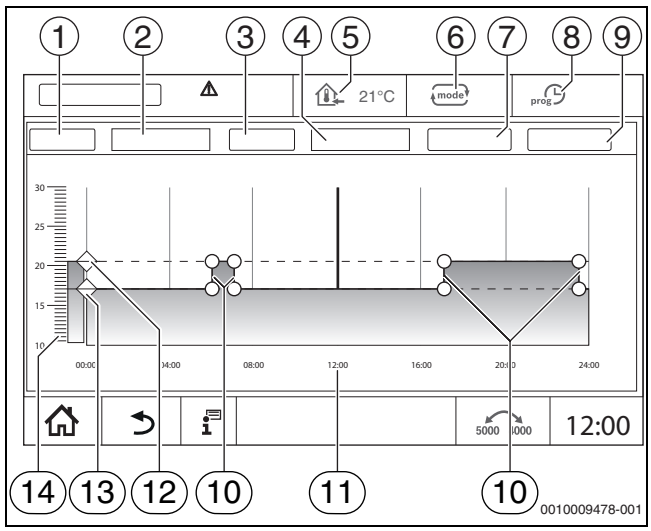

Fig. 24 Programme horaire
- ▶ Effleurer le symbole ♦, le maintenir et le placer à la température correspondante (→ fig. 24, [15], page 21).
- ▶ Effleurer le symbole prog et sélectionner le jour (→ fig. 24, [2], page 21) dans la liste de sélection ainsi que le programme souhaité (→ fig. 24, [4], page 21).